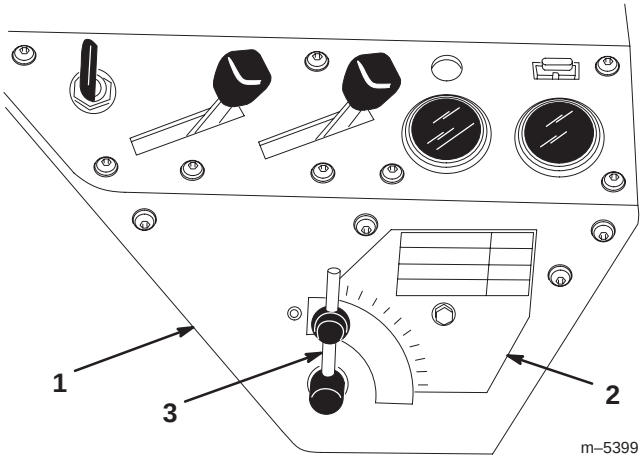

Figure 5
2. Using 2 capscrews and locknuts, attach the variable traction speed valve to the left valve cover and secure the valve cover to the frame (Fig. 5).
3. Affix the selection plate decal to the valve cover and attach the handle to the valve (Fig. 5). Lower the seat.